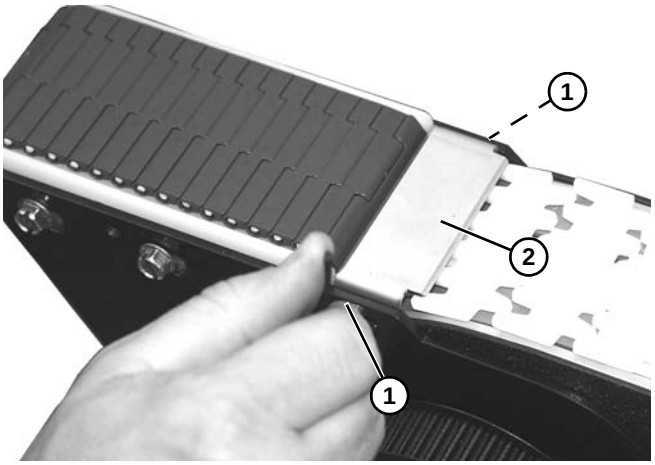

Figure 105
7. Remove two socket head screws **(Figure 105, item 1)** and tensioner plate **(Figure 105, item 2)**.